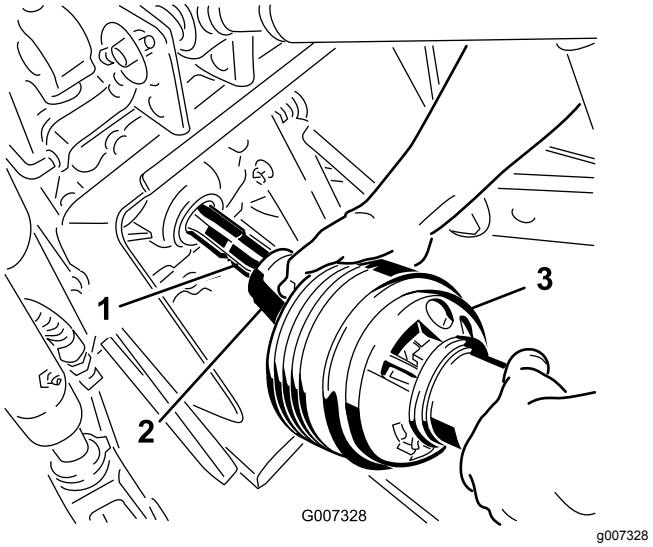

Figur 24
3. Tilslut kraftudtagsakslen til traktorens kraftudtagsaksel (Figur 24).